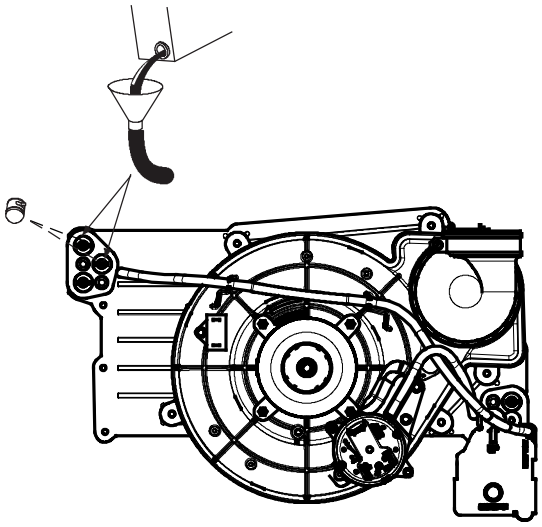

Fig. 60 - Priming Condensate Trap
1. Remove upper and middle collector box drain plugs opposite of the condensate trap. See Fig. 60.